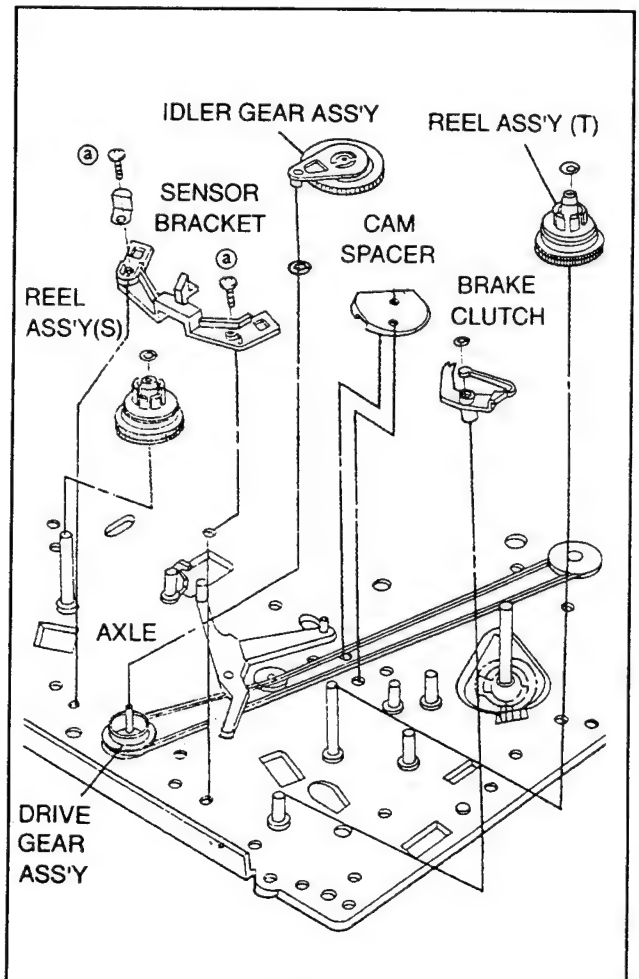

Fig. 4-2-13
13-1. Disassembly (Fig. 4-2-13)
13-2. Reassembly (Fig. 4-2-13)
(1) Stick the slide washer on the Axle and apply the oil 1/2 drop on the Axle. (Fig A)
(2) Assemble the conversion Gear Ass'y on the Axle and set the stop washer.
(3) Assemble the slide wahser on the Axle and apply the oil 1/2 drop on the Axle. (Fig B)
(4) Assemble the Grive Gear Ass'y on the Axle.
(5) Stick the Idler Belt on the Axle and apply the oil 1/2 drop on the Axle.
(6) Assemble the Idler Belt on the Axle and set the stopper wahser.
(7) Assemble the Timing Belt. Hook the Timing Belt on the lower Gear of Conversion Gear Ass'y and assemble the vertical port(no teeth part) on the lower teeth part of Drive Gear Ass'y by hooking on the vertical part of IdlerBelt. (Fig. 4-2-13)
(8) Assemble the Lever Brake Ass'y on the Axle and set the stopper washer, and then fit the Guider Hole to the cognition hole by rotating the Lever Brake Ass'y.
(9) Stick the Lever Brake, on the Axle and set the Stopper Washer, At this time, assemble so the part "B" on the Lever Brake Ass'y is to be inserted in the Mouth part "A" on the Brake Reel Ass'y. (Fig. 4-2-13)